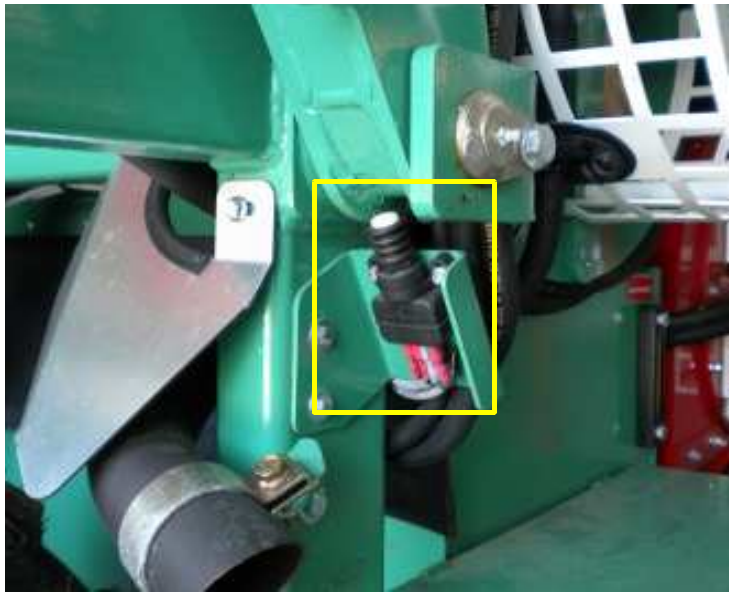

FIGURE 15
- Pendant que l'opérateur Z appuie sur ce bouton (figure 15, repère F), vous êtes en 2 roues directrices.